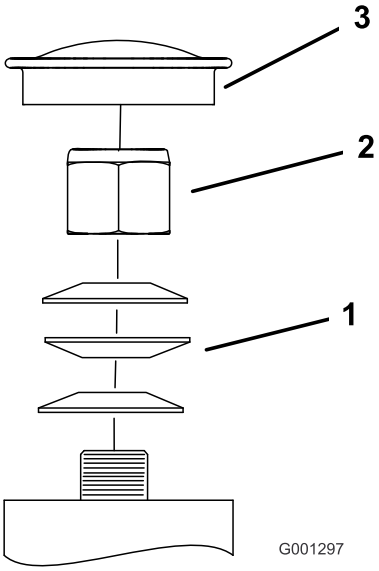
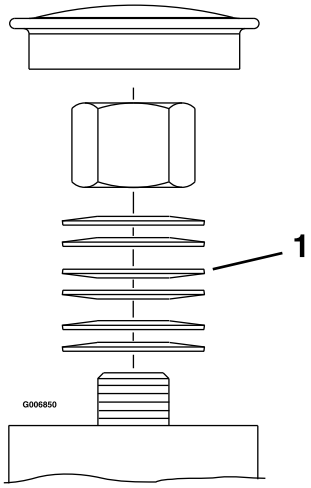

Figuur 52
Figuur 53
3. Verwijder de stofkap van het zwenkwiel en trek de borgmoer aan (Figuur 52 en Figuur 53).
4. Trek de borgmoer aan totdat de schotelveren vlak liggen, draai de moer dan 1/4 slag terug om de voorspanning op de lagers in te stellen (Figuur 52 en Figuur 53).
Belangrijk: Controleer dat de schotelveren juist zijn geplaatst zoals in Figuur 52 en Figuur 53.